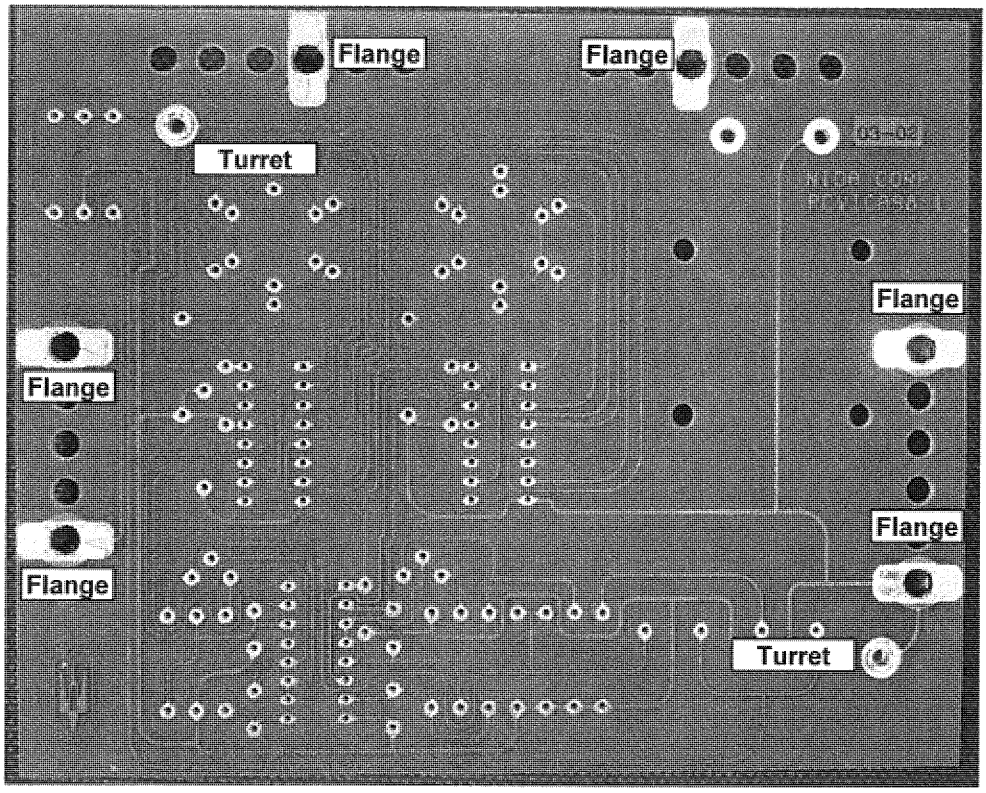

Figure 2
b. Solder the six flanges and two turrets at the back of the circuit board as shown in Figure 2.